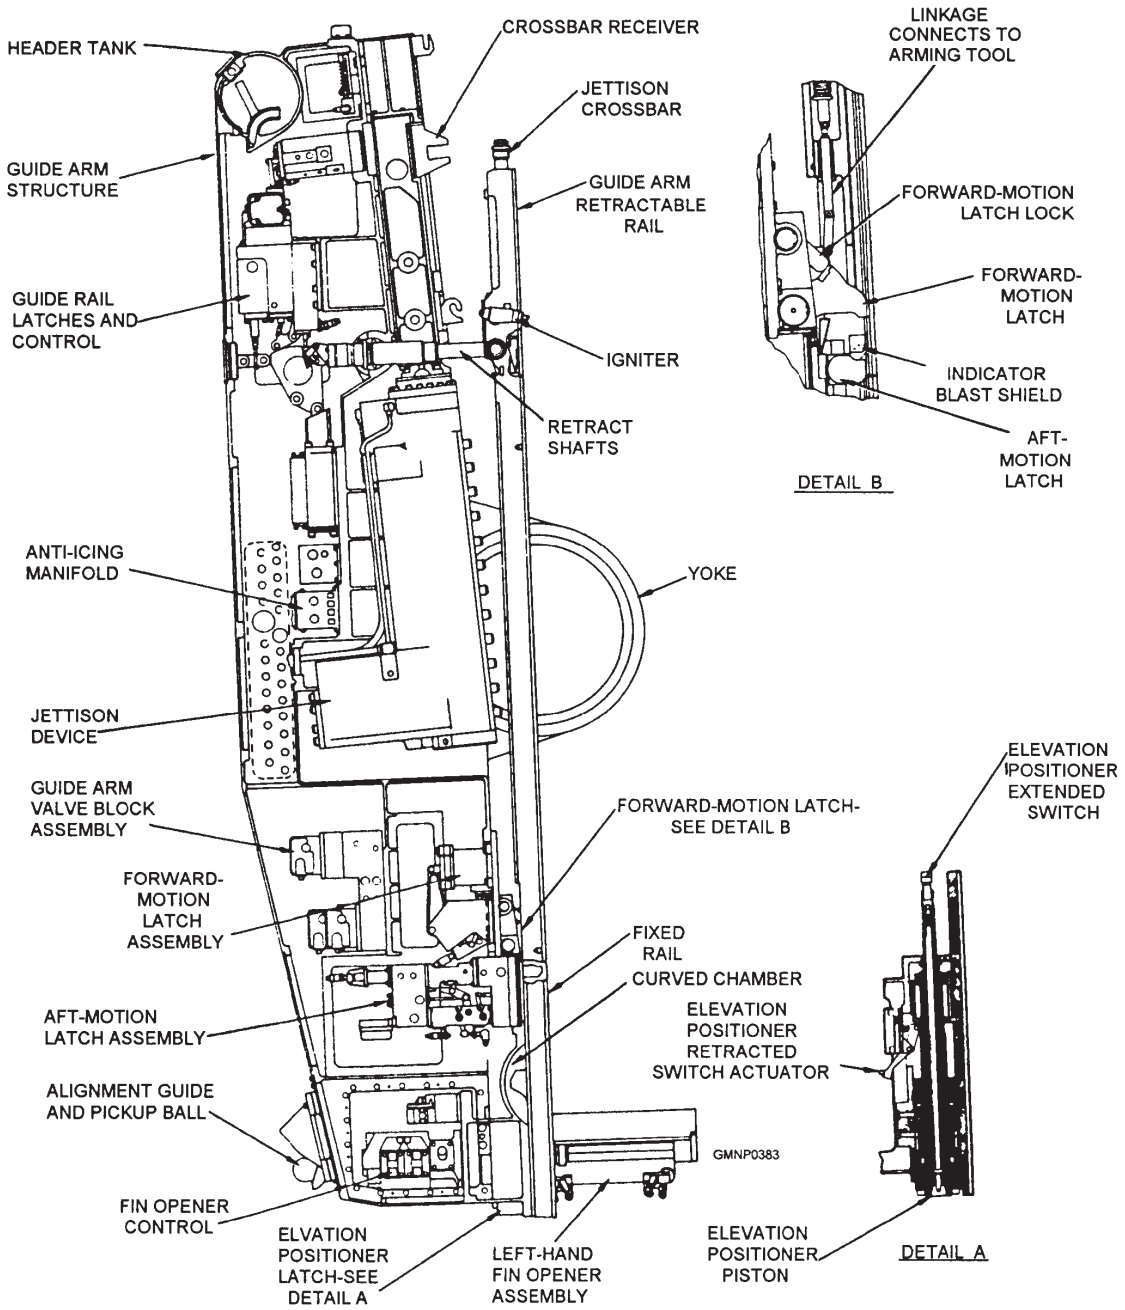
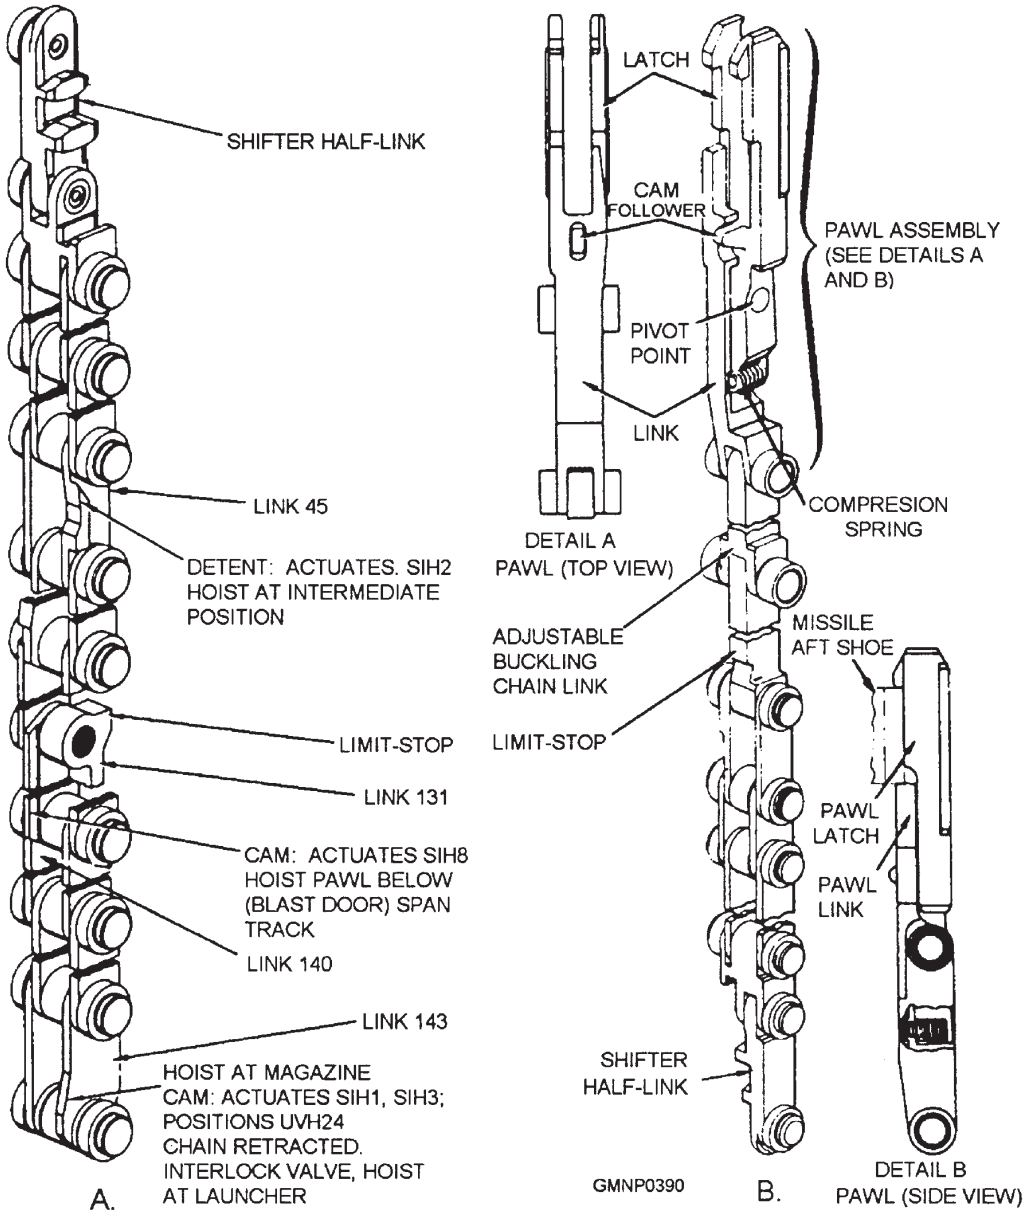

**Figure 7-5.—Guide arm.**
**Figure 7-12.—Hoist chain components: A. Hoist chain; B. Outer hoist pawl.**
**FIXED GUIDE RAIL**.—The fixed rail (fig. 7-5) is slightly less than 30 inches long and is secured to the lower or aft end of the guide arm structure. In addition to forward and aft shoe tracks, it contains an internal track for the hoist chain, the pawl, and the rollers. A cam track engages a special pair of rollers on the chain to compensate for any hoist chain overtravel as it extends up to the launcher. This is called the adjustable buckling chain link and is shown in figure 7-12. The cam track directs any excess chain into an upward curving chamber midway within the fixed rail.
**Aft-Motion Latch**.—The aft-motion latch (fig. 7-5, Detail B) is located near the pivot point of the retractable rail. This device is a stop that prevents a missile from moving backward on the retractable rail. The latch is a hydraulic piston that extends behind the aft shoe of the missile. One of its associated mechanisms is a rod that mechanically detects when a missile is on the guide arm. This rod also provides a discharge path for electrostatic charges on the missile surface. Another plunger of the aft-motion latch pivots a piece on the hoist pawl to disengage it (hoist pawl) from the aft shoe of the missile.
**Forward-Motion Latch**.—The forward-motion latch (fig. 7-5, Detail B) is a dual-purpose stop. It acts as a positive stop when the hoist raises a missile onto the retractable rail. Until missile firing or jettisoning, the latch also restrains the missile from moving forward on the rail and falling onto the deck.
**ELEVATION POSITIONER**.—The elevation positioner consists of a hydraulic piston and a latch at the aft end of the guide arm structure (fig. 7-5, Detail A). When the blast door is open and the launcher guide is at 90° elevation, the tapered nose of the piston extends down to engage a spud on the door. This locks the launcher guide to the carriage. The piston, or positioner, retracts up into a bore within the guide arm structure to allow launcher elevation movements. The latch prevents the positioner from springing out due to a loss of hydraulic fluid pressure or because of vibration.
hoist chain (fig. 7-12) is an open-end roller and link-type chain with cam-type projections and detentes on some specific links. They actuate interlock switches and valves, couple with the shifter half-links on the hoist pawl units, and act as travel limit-stops.
The hoist chain shifter is a hydraulically operated device located between the drive mechanism and the curved tracks. It raises or lowers the hoist chain's shifter half-link into alignment with either the inner or the outer hoist pawl unit's shifter half-link (see fig. 7-12). Two curved track assemblies, one for the inner ring and one for the outer ring, serve to guide the hoist chain and connected pawl unit. They pivot out and up to the magazine rail of the cell at the selected hoist position. Additionally, the hoist pawl units are stored in their respective curved track sections when the hoist chain is fully retracted at the magazine position.